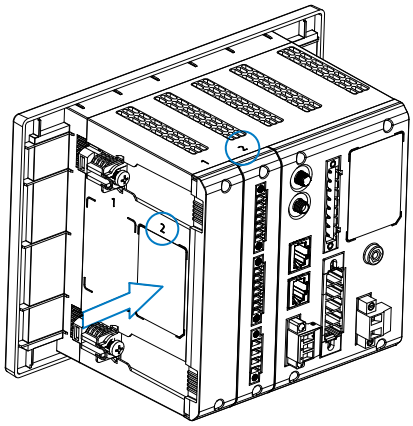

Figure 10: Step 5.
⑤ Place the label supplied with the module in the designated area on the side of the device. The label must be placed in the same slot in which the module has been installed, **Figure 10**.